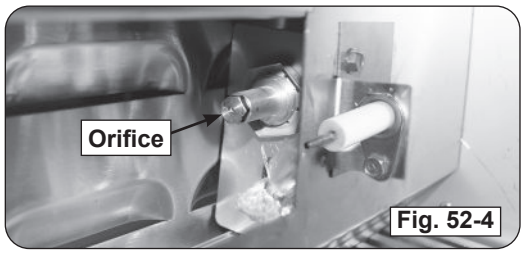

Fig. 52-4
6. Use a $^3/_8$" hex nut driver to remove the exposed orifice (Fig. 52-4). Check orifice. If needed, replace it with the correct orifice for the new gas.